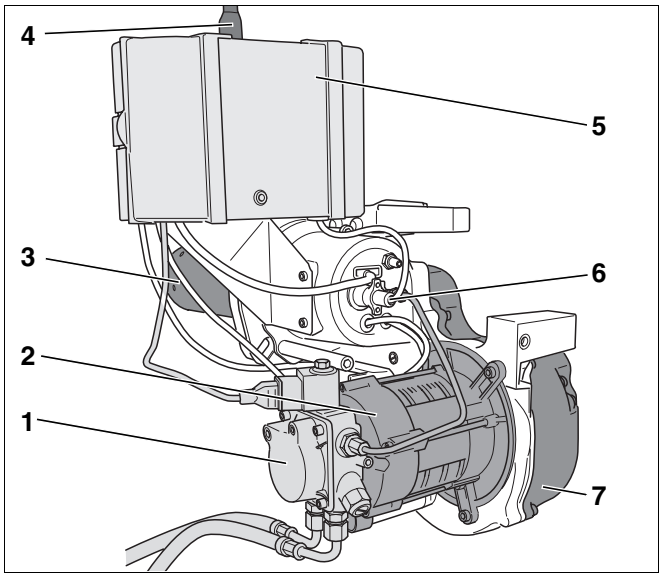

Abb. 1 Brenner Logatop BE 1.3 und 2.3
– Ölpumpe mit Magnetventil und Ölanschlussschläuchen (Abb. 1, **Pos. 1**)
– Brennermotor (Abb. 1, **Pos. 2**)
– Brennerrohr (Abb. 1, **Pos. 3**)
– Digitaler Feuerungsautomat SAFe 10 mit Entstörtaster (Abb. 1, **Pos. 5**)
– Flammenfühler (Abb. 1, **Pos. 6**)
– Gebläse (Abb. 1, **Pos. 7**)
Der Brenner (Abb. 1) ist über einen Netzstecker (Abb. 1, **Pos. 4**) angeschlossen und über eine Kommunikationsleitung mit dem Regelgerät verbunden.